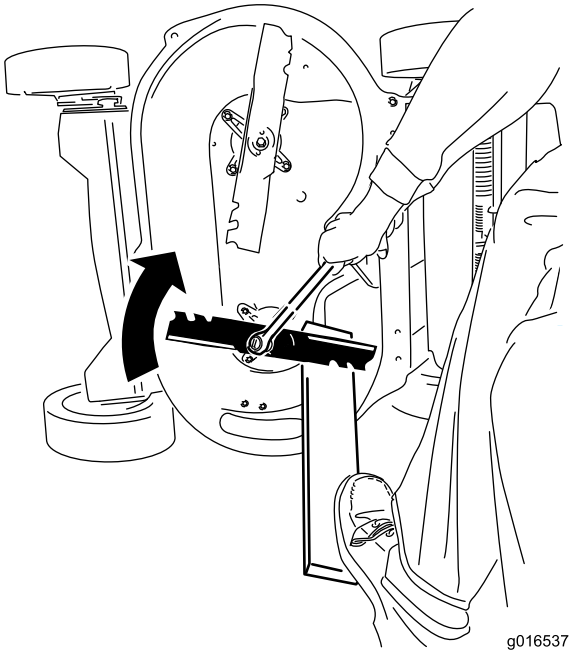

Рисунок 34
2. Удерживайте каждый нож неподвижно с помощью доски и заверните болт крепления ножа по часовой стрелке с помощью динамометрического ключа, как показано на Рисунок 34; затяните каждый болт крепления ножа с моментом 82 Н-м (60 фунт-футов).